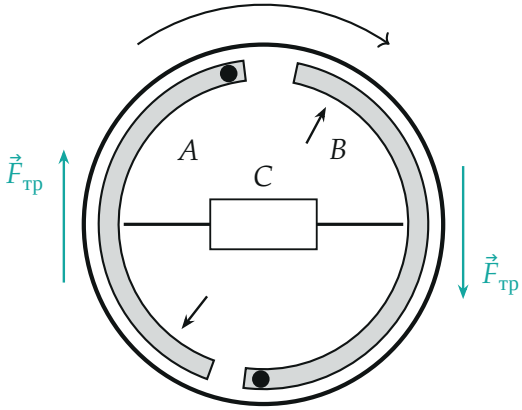

Рис. 2. Правая схема: барабан тянет обе колодки к их осям, момент трения прижимает к барабану обе.
1. Куда барабан тянет колодки. Барабан вращается по часовой стрелке. Сила трения скольжения на колодку направлена в сторону движения поверхности барабана относительно колодки (третий закон Ньютона: на барабан колодка действует против его движения, на колодку барабан — по движению). Слева поверхность барабана идёт вверх, справа — вниз (рис. 1, рис. 2, бирюзовые стрелки).